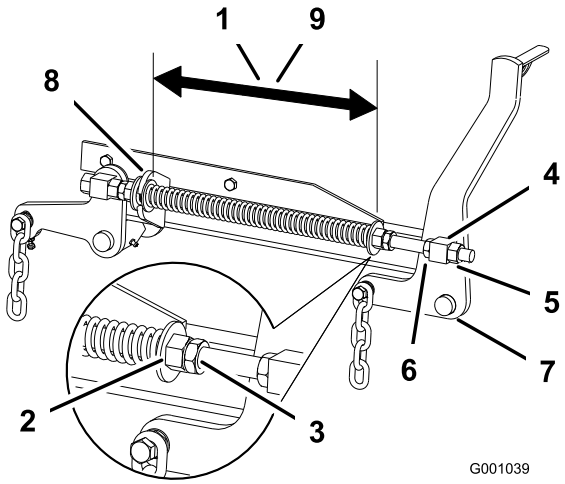

Figur 83
2. Kontroller avstanden mellom de to store skivene. Den må være 28,2 cm for 132 cm klippeenheter og 26,7 cm for 152 cm klippeenheter (Figur 83).
3. Juster denne avstanden ved å løsne låsemutteren for fjæren og mutteren foran hver fjær (Figur 83). Vri mutteren med klokken for å gjøre fjæren kortere og mot klokken for å gjøre den lengre.
4. Lås mutteren i stilling ved å trekke til fjærens låsemutter (Figur 83).